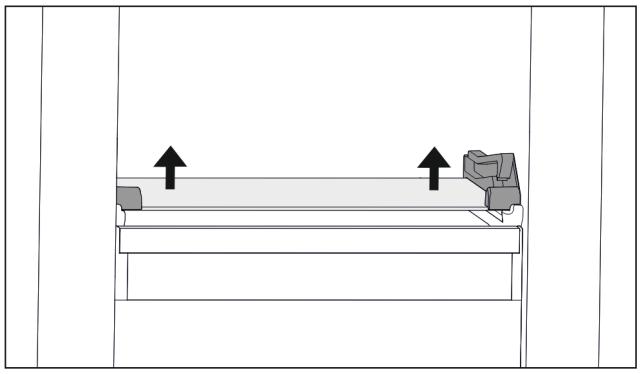

Fig. 92 Tilting drawer glass shelf
▶ Push glass shelf upwards from below on both sides. (see Fig. 92)